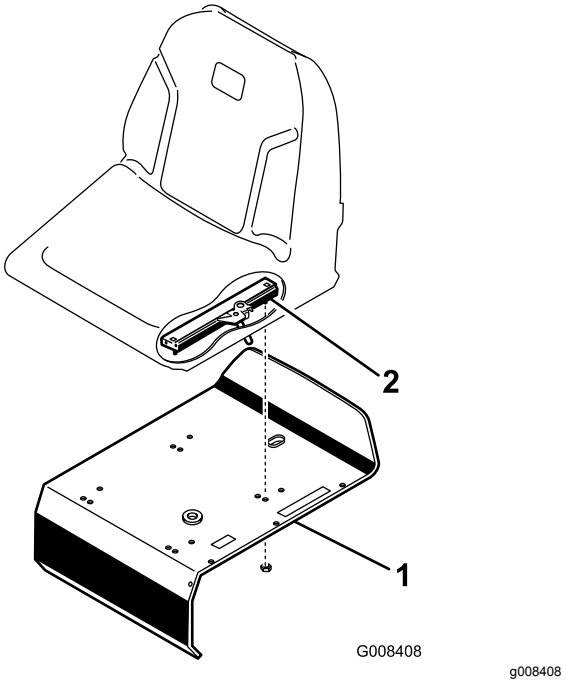

Rysunek 3
3. Zamocuj prowadnice fotela do zamocowania fotela używając nakrętek zabezpieczających (5/16 cala) dołączonych wraz z drobnymi elementami (Rysunek 3).